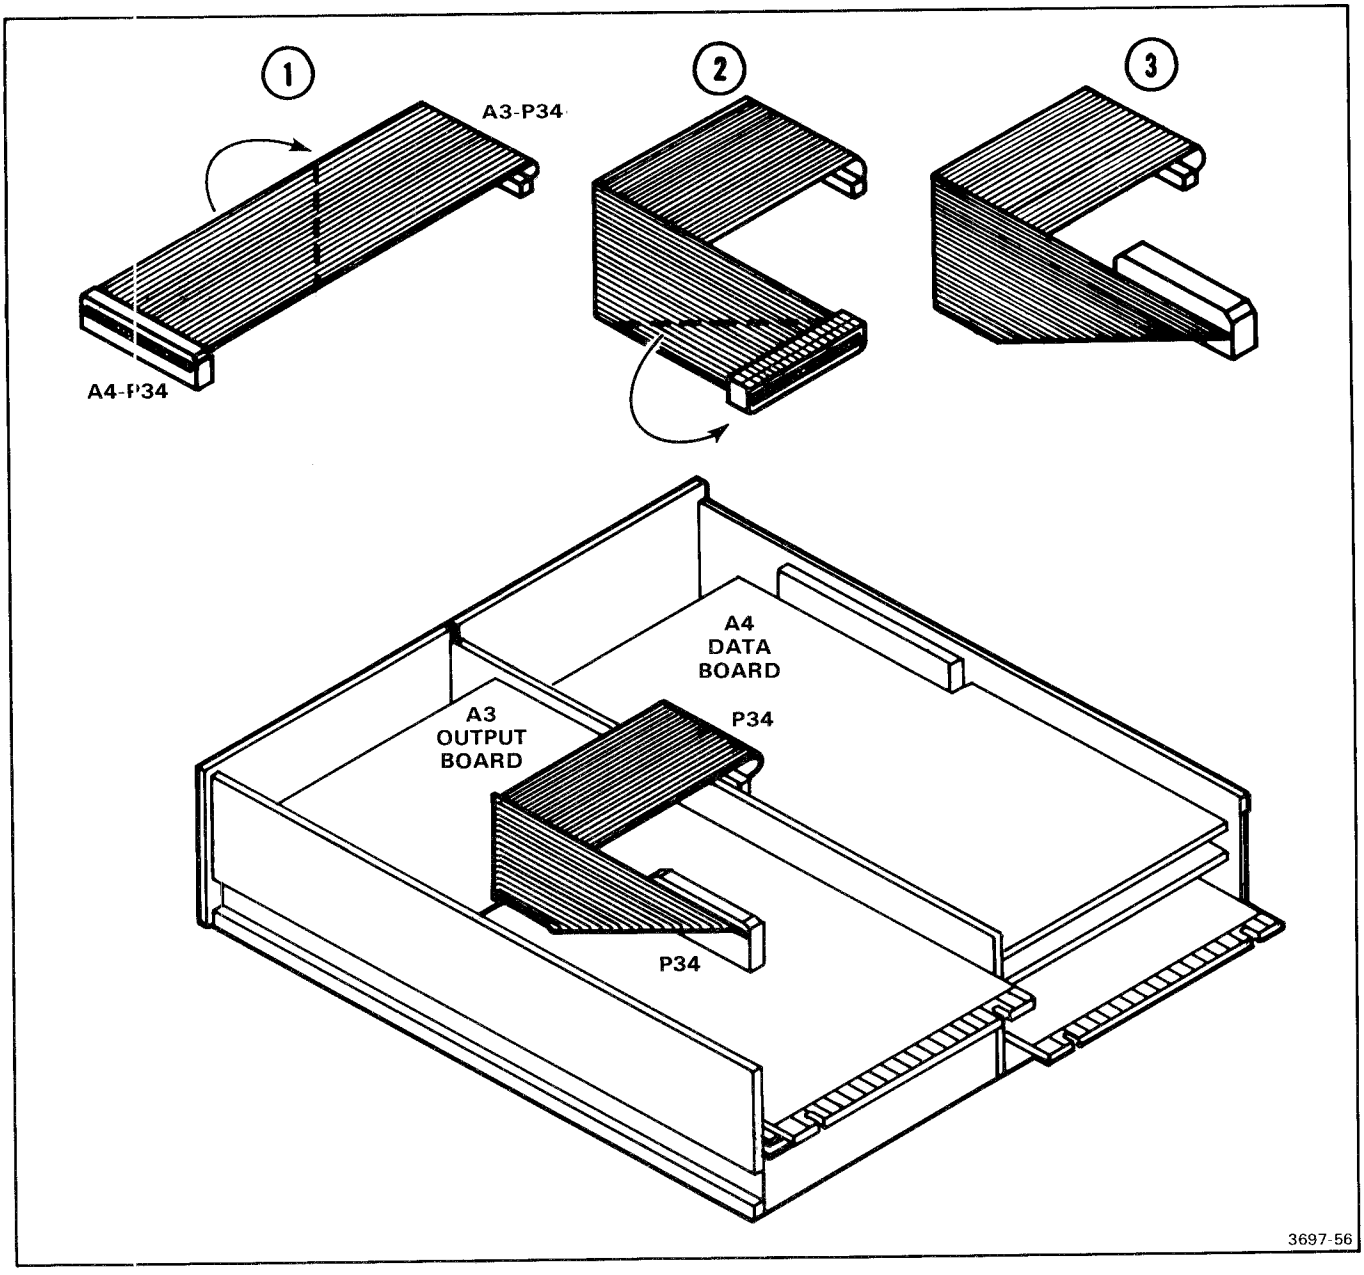

Figure 4-21. Cabling configuration and dress between A3 (P34) and A4 (P34).
2. Install the 5 screws, cable clamp with washer, and ribbon cable. Align the index on the cable plug housing with the index on the board. Observe the dress and fold (see Fig. 4-21).